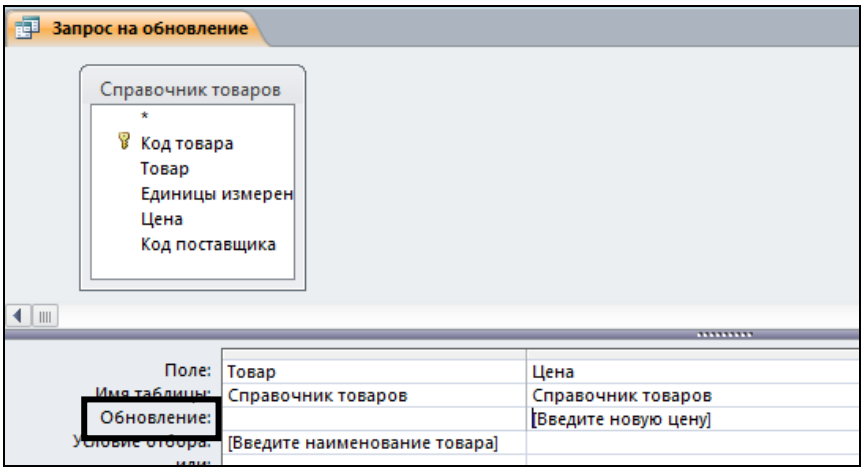

Рис. 4.21. Запрос на обновление в режиме *Конструктора*
4. При создании запроса на обновление необходимо указать его тип. Для этого на вкладке *Конструктор* в разделе *Тип запроса* нажимается кнопка *Обновление*. В таблице появится новая строка *Обновление* (рис. 4.21).
Под полем *Товар* в строке *Условие отбора* записывается параметр [*Введите наименование товара*], а под полем *Цена* в строке *Обновление* – параметр [*Введите новую цену*] (рис. 4.21).